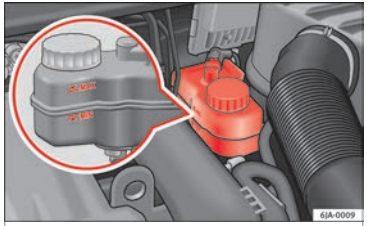

Fig. 208 Engine compartment: brake fluid reservoir.
– Check the brake fluid level in the reservoir ››› Fig. 208. It should be between the “MIN” and “MAX” marks.